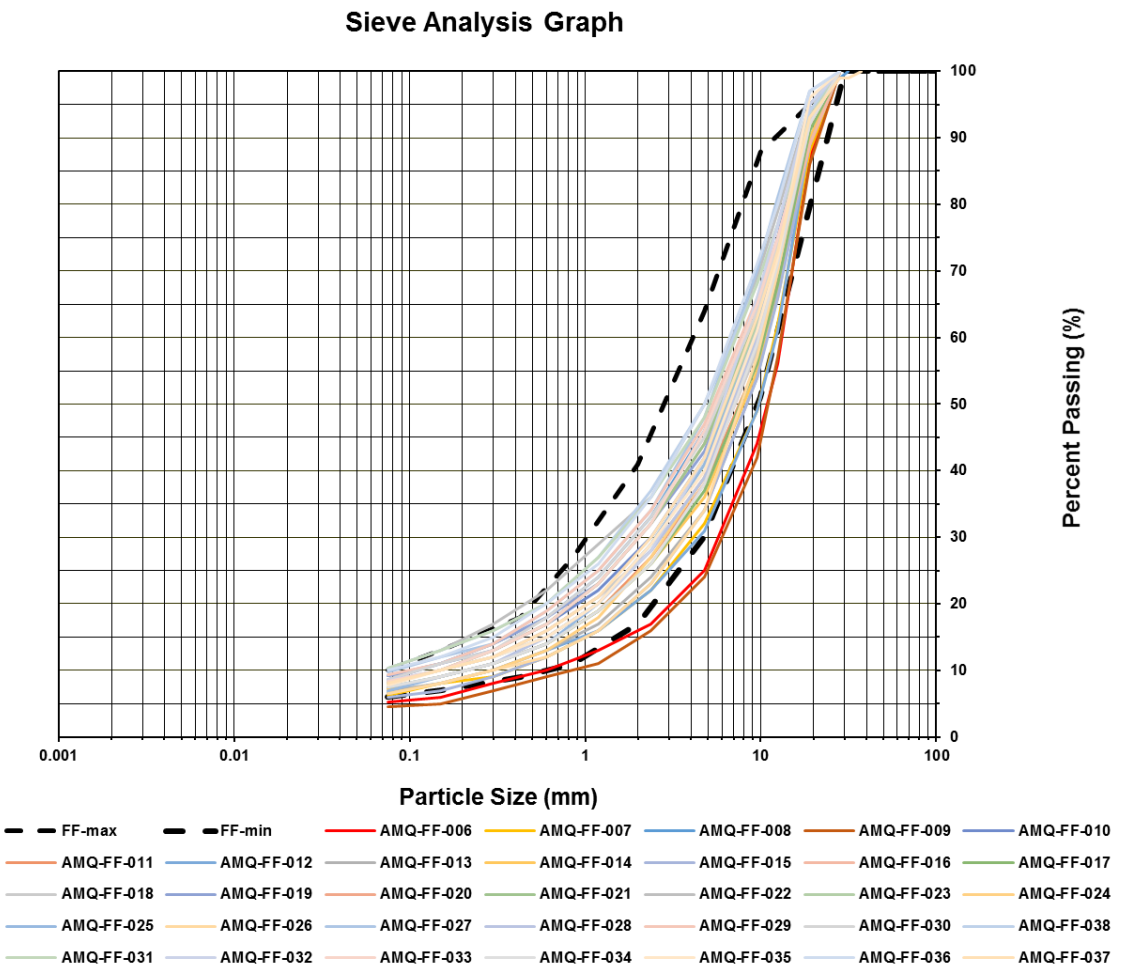

Figure 1: Summary of gradation test result for fine filter
- Review of gradation test results completed by QC: gradation test of all fine filter sampled from the channel is now completed. Summary of the gradation tests is shown in Figure 1. As shown in Figure 1, all except two of gradation tests result meet fine filter specification. Even the two samples show minor deviation from the specification.